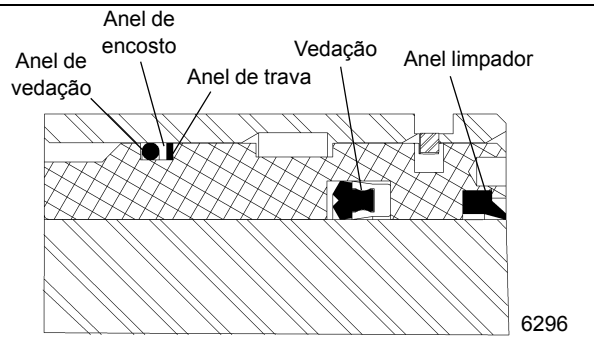

FIGURA 2-53
1. Instale o anel limpador e a vedação de reposição na parte interna da cabeça (Figura 2-53)..
2. Instale o anel de vedação, o anel de encosto e o anel de trava na parte externa da cabeça (Figura 2-53).